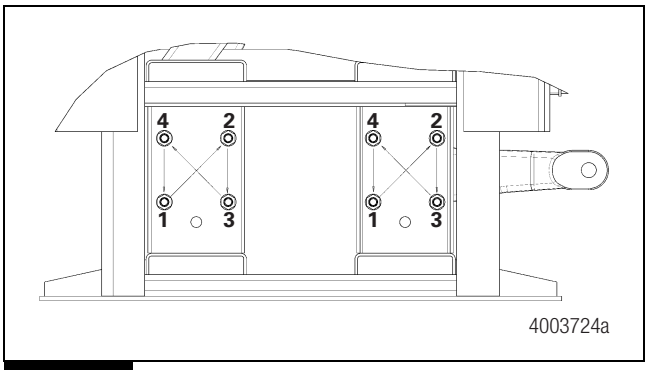

Figure 7.25
6. Tighten the idler arm and relay arm nuts to 180-210 lb-ft (245-286 N•m). Use a crossing pattern to tighten the nuts. Figure 7.25. T